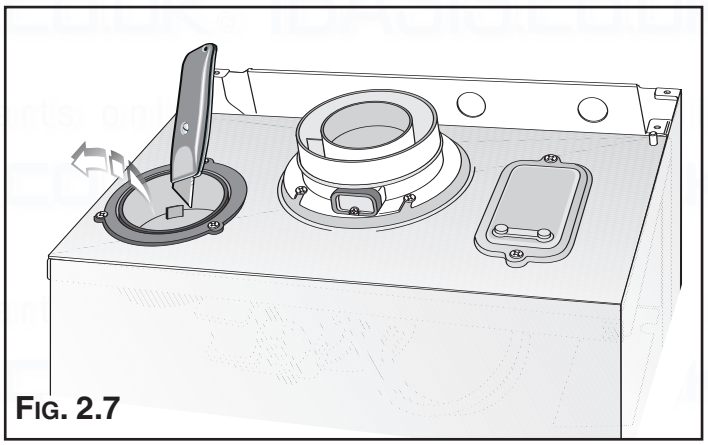

Fig. 2.7
1. Remove the bottom of the air intake by cutting it with a suitable knife (see **Fig. 2.7**);